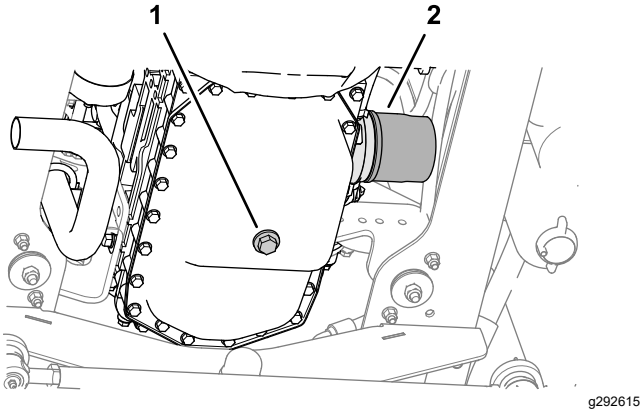

Figur 55
1. Fjern tappepluggen (Figur 55) og la oljen renne ut i et tappefat.